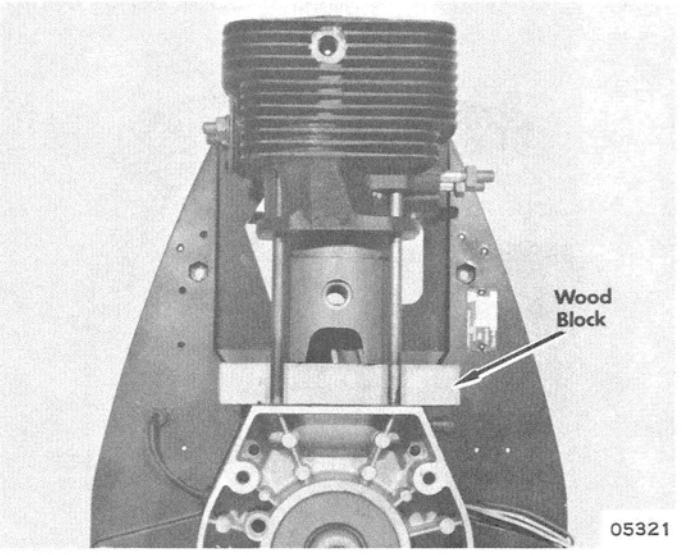

Figure 1. Cylinder Installation
2. Support piston with 2 pieces of wood. (Figure 1) Slide cylinder onto studs with new base gasket.